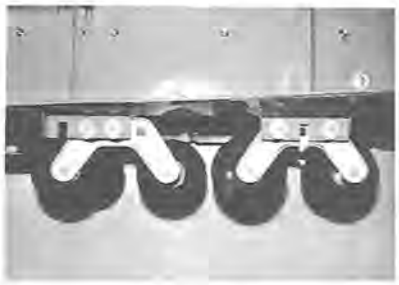

Figure 9-35
c. Install four new style rubber mounts on rear dolly. These mounts should be installed in rear two holes of bracket (see Figure 9-35).
d. Install four new style rubber mounts on center dolly. These mounts should be installed in front and rear holes of bracket (see Figure 9-35).
e. Remove bracket from side of front dolly and replace with new style bracket included in kit. Install four new style rubber mounts in front and rear holes of the bracket (see Figure 9-35).
j. Replace front and center dollies in normal slots. Replace rear dolly in front two slots of bracket (see Figure 9-35).